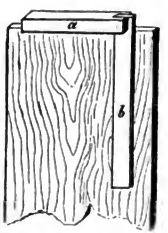

Abb. 11.
6. Das Winkelmaß muß tadellos sein. Dasselbe hat oben einen Kopf *a*, welcher an die Kante eines Brettes gesetzt wird (Abb. 11). Das Blatt *b* kann bis 1 Meter lang sein.